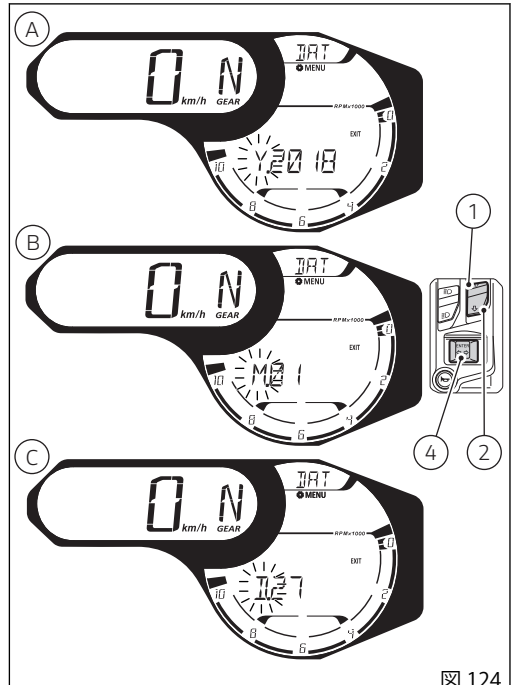

図 124
ボタン (1) および (2) で点滅する "Y." (A、図 124) を選択し、ボタン (4) を押します。
希望の値に達したら、ボタン (4) を押します。設定された年の値が固定表示に変わり、"Y." (A、図 124) の表示が再び点滅します。
ボタン (1) および (2) で点滅する "M." (B、図 124) を選択し、ボタン (4) を押します。
希望の値に達したら、ボタン (4) を押します。設定された月の値が固定表示に変わり、"M." (B、図 124) の表示が再び点滅します。
ボタン(1)および(2)で点滅する"D."(C、図124)を選択し、ボタン(4)を押します。
希望の値に達したら、ボタン(4)を押します。設定された日の値が固定表示に変わり、"D."(C、図124)の表示が再び点滅します。